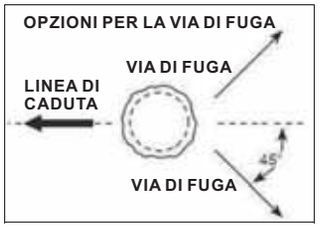

Fig.10
7.3 ABBATTERE UN ALBERO (FIG.10)